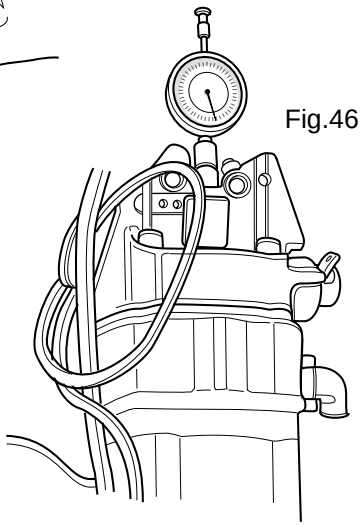

Fig.46
4. Dal P.M.S., con un comparatore inserito nel foro candela (Fig.46), ruotare il rotore in senso antiorario fino a che la spina inserita va a fondo (posizione di allineamento fra rotore e statore). In tale posizione il pistone deve essere sceso di **8 mm.** dal P.M.S. (tale controllo avviene leggendo il comparatore).
4. From the P. M. S., with a inserted comparator in candle court (Fig. 46), rotate counterclockwise the rotor until that inserted pin goes at bottom (position of alignment between rotor and stator). In such position the piston has to descend of **8 mm** from the P. M. S. (check reading the comparator).
4. Par comparateur inséré dans le trou bougie (fig.46) faire tourner le rotor du point mort haut en sens contraire aux aiguilles d'une montre de sorte que la cheville soit à fond (alignement entre rotor et stator): le piston doit être **8 mm.** dessus le point mort haut (lire la valeur sur le comparateur).